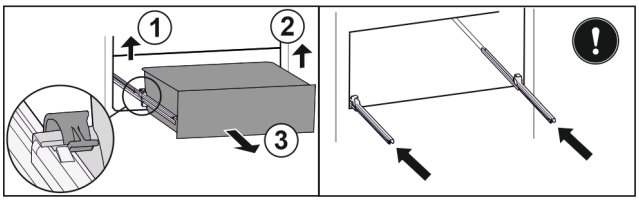

Fig. 61
- ▶ Soulever la bride gauche et tirer dans le même temps la partie gauche du tiroir vers l'avant. *Fig. 61 (1)*
- ▶ Soulever la bride droite et tirer dans le même temps la partie droite du tiroir vers l'avant. *Fig. 61 (2)*
- ▶ Retirer le tiroir par l'avant. *Fig. 61 (3)*